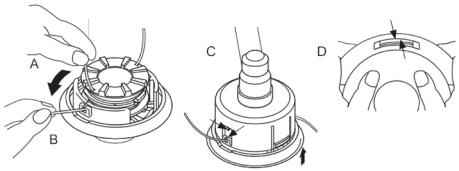

Рис. 20 Сборка триммерной головки
8. Вытяните каждый конец корда из соответствующего паза катушки (A) и проведите его через соответствующее отверстие крышки (B) (Рис.20).
9. Установите крышку и катушку с пружиной в корпус (C). Совместите отверстия крышки с выемками корпуса (D). Нажатием зафиксируйте их защелками (Рис.20).